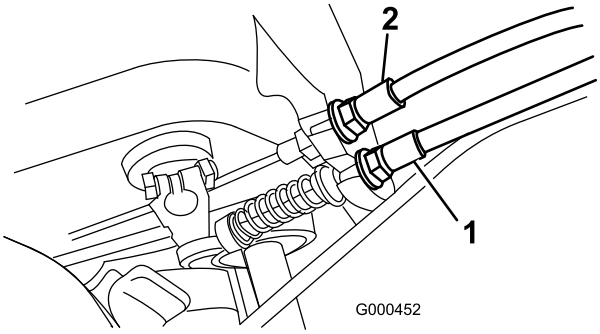

Figure 35
2. Pour accroître la tension du câble, desserrez l'écrou de blocage avant et serrez l'écrou de blocage arrière (Figure 35) jusqu'à ce qu'une force de 5 à 6,3 kg soit requise pour serrer le frein. Mesurez la force au bouton du levier. Ne le tendez pas au point que la bande du frein frotte en permanence.